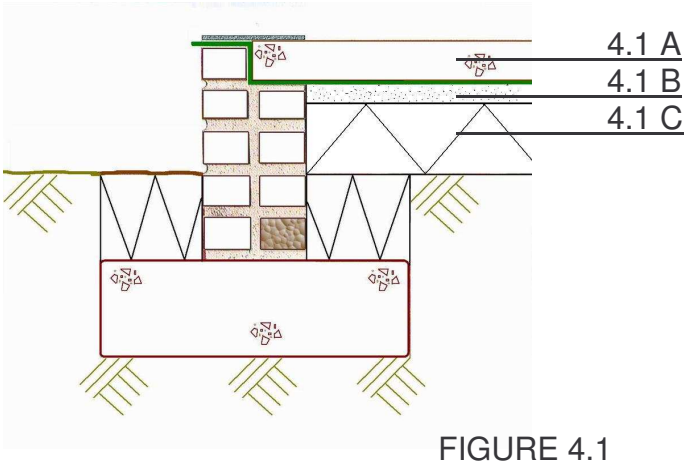

FIGURE 4.1
4.1 Answer the folowing questions on the floor construction in figure 4.1.